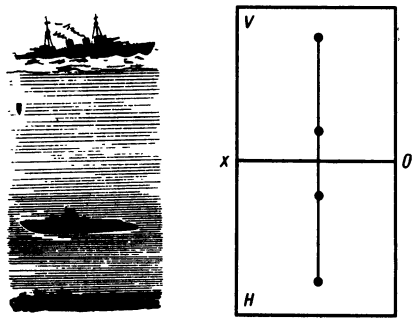

Рис. 189
74. С корабля сбросили глубинную бомбу (рис. 189). На эпюре в виде точек показаны положения проекций корабля и лодки. За плоскость H при этом принято дно моря.